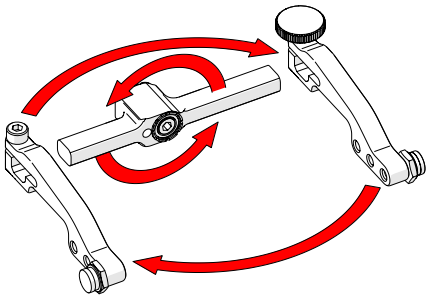

Fig. 132 - Flip yoke and reverse arms
4. Flip the yoke 180° and reverse the probe holder arms *(Fig. 132)*.